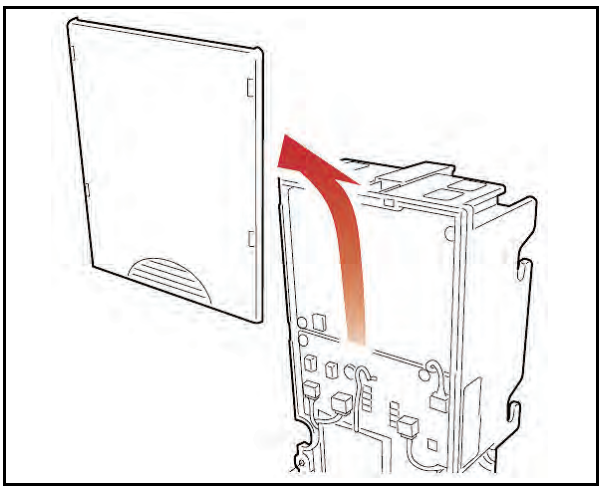

Figure 4-3 Validator Cover Removal
3. Slide the base cover upward and remove it from the unit (See Figure 4-3).